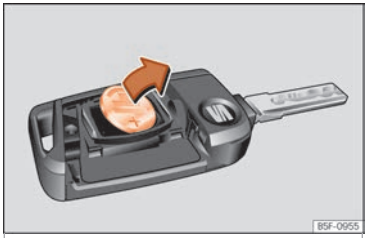

Fig. 74 Clé du véhicule : retirez la pile.
- Retirez la pile du compartiment à l'aide d'un objet fin approprié ››› fig. 74.
- Placez la pile neuve comme indiqué ››› fig. 74 et appuyez-la contre le logement des piles dans le sens contraire de la flèche ››› ❶.